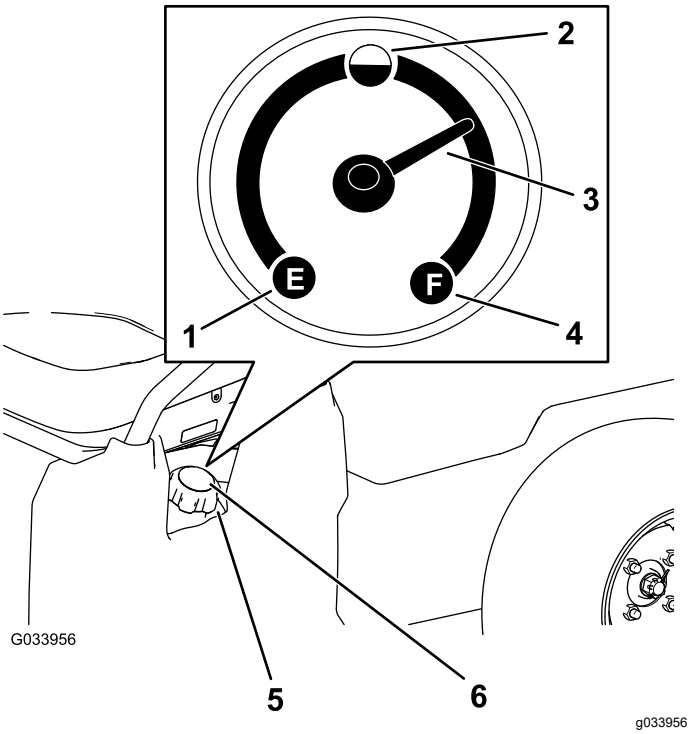

Figuur 14
4. Maak de omgeving van de dop van de brandstoftank schoon (Figuur 14).